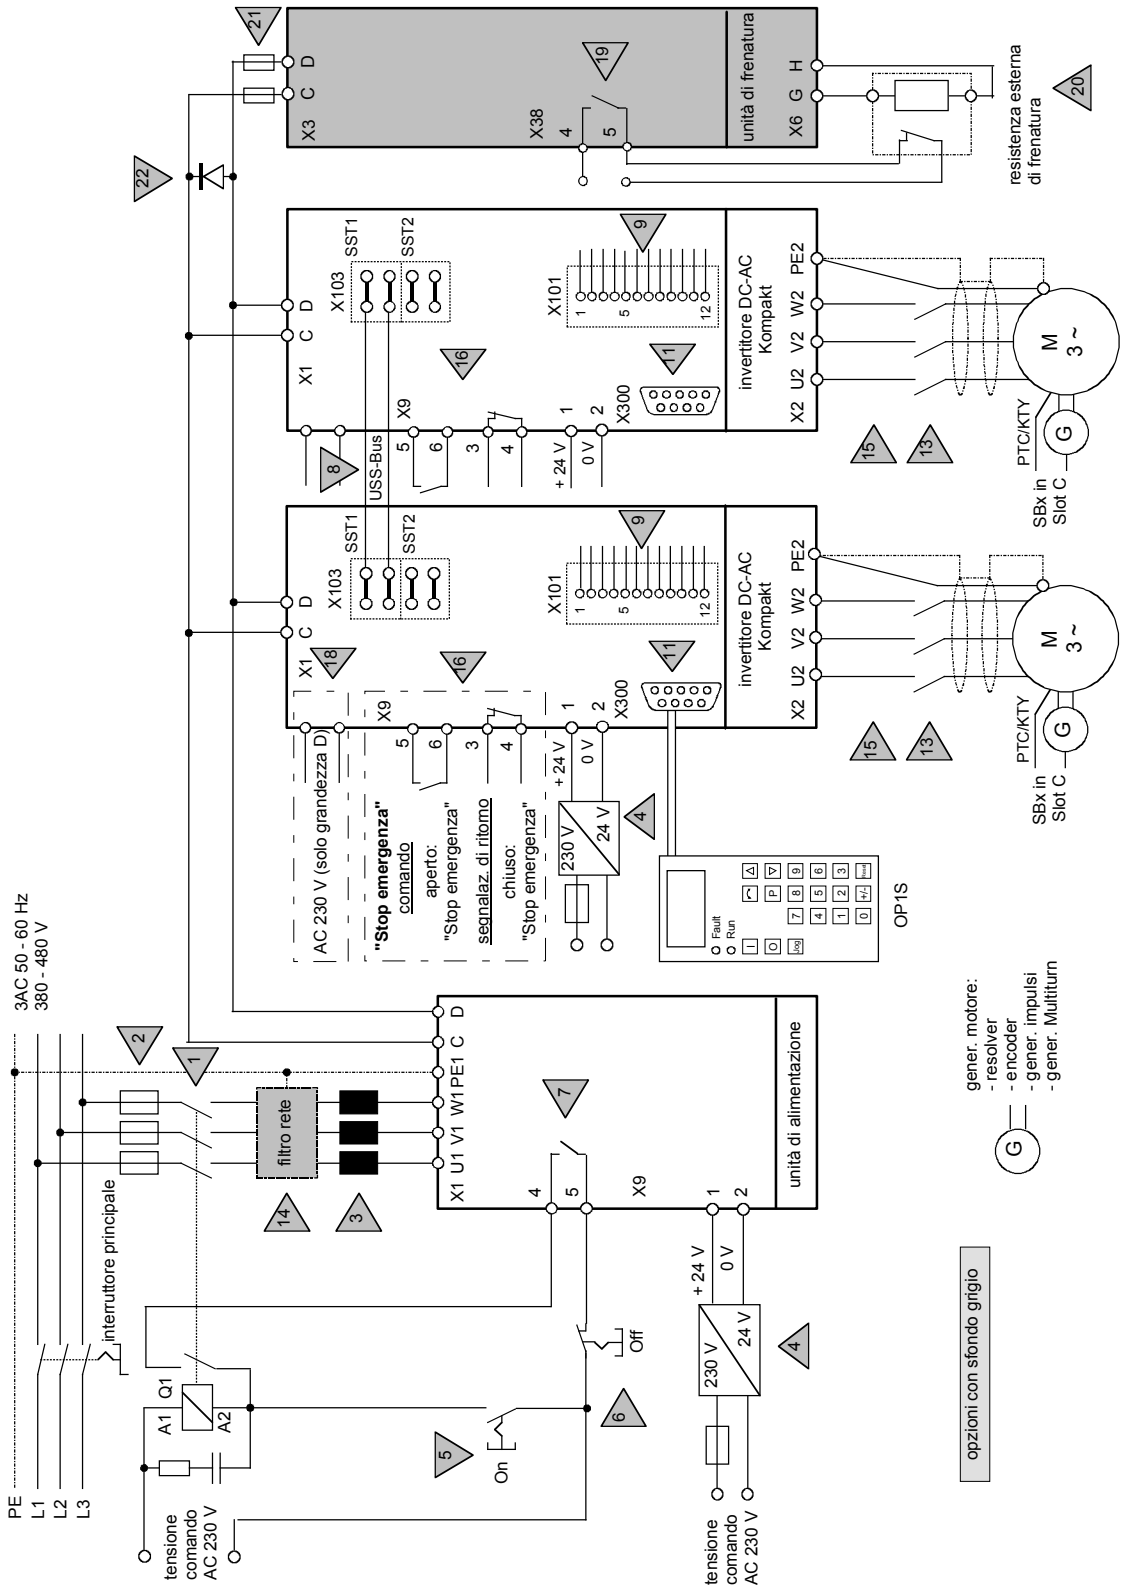

Fig. 2-5 Esempio costruzione azionamento pluriasse con apparecchi Kompakt
- azionamento pluriasse con apparecchi Kompakt (vedi fig. 2-5 a pagina 2-10)